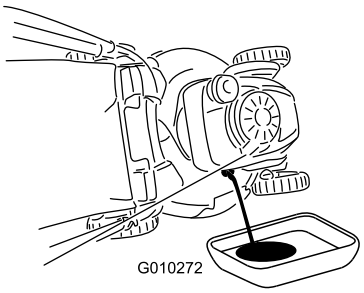

Figuur 39
7. Kantel de machine op zijn kant met de vulbuis omlaag om de gebruikte olie langs de vulbuis te laten uitlopen in een bak (Figuur 39).